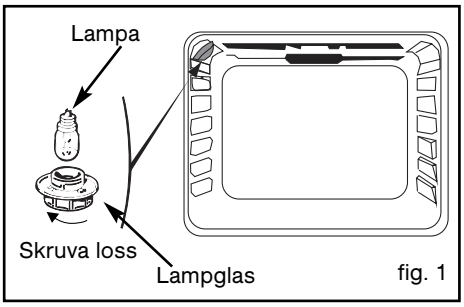

fig. 1
b) Skruva loss lampglaset (fig. 1).